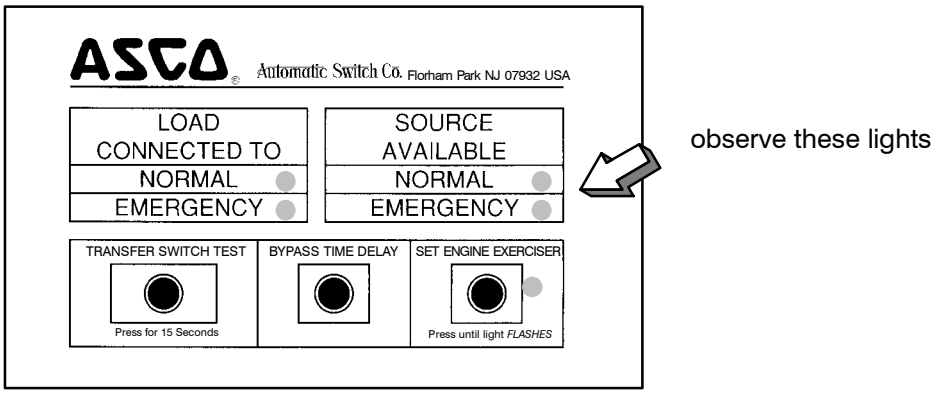

Figure 1–5. Standard controls and indicators.
1. After deenergizing both power sources, open the enclosure door. Locate and remove the maintenance handle and hub stored on the transfer switch frame. Then install the hub onto the center operator shaft and insert the handle firmly into the hole in the side of the hub (spring fully compressed). See Figure 1–3 and 1–4 and Table B.